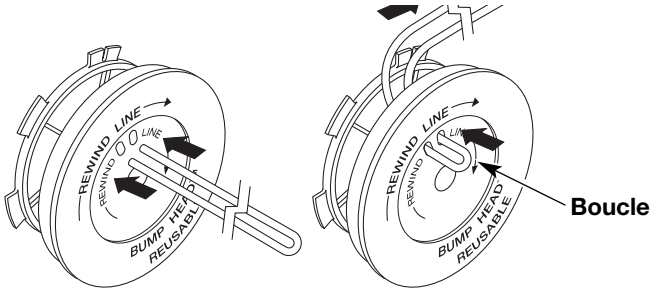

Fig. 16
6. Découpez environ 6 m (20 pi) de fil neuf et faites-en deux boucles de longueurs égales. Insérez chaque extrémité de fil dans l'un des deux trous du moulinet (Fig. 16). Tirez le fil à travers le moulinet pour que la boucle soit le plus petit possible.